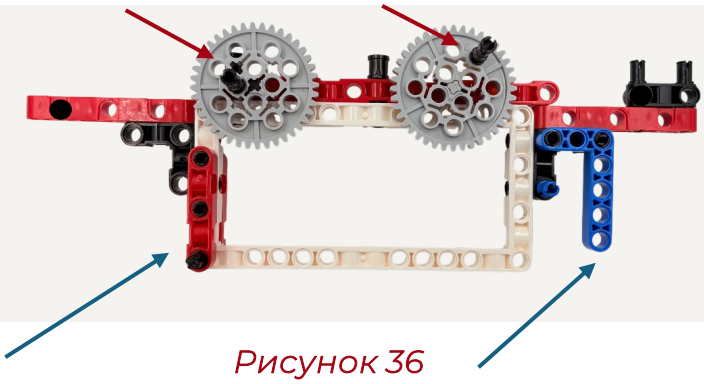
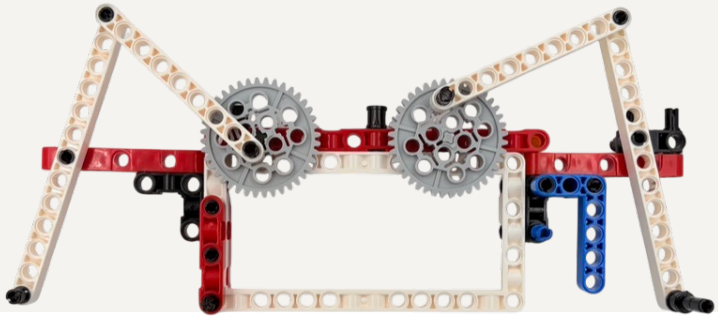

Рисунок 36
Рисунок 37
Закрепите на раме **слева** 2x стороннюю балку(5) со штифтом с осью. **Справа** закрепите г-образную балку. Проденьте оси в центр каждой шестерни. На противоположенной части закрепите длинный штифт (рисунок 36). На шестернях слева и справа закрепите балки (9), соедините балки (9) и балки (13) слева и справа. Закрепите снизу **правой** балки (13) крепежный штифт с осью и ось со стопорной втулкой, а **слева** – короткий штифт (рисунок 37).